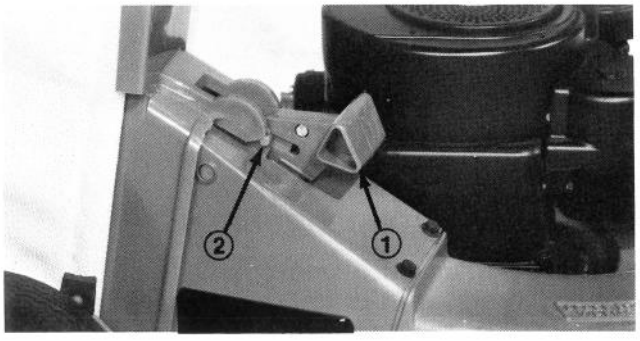

Afbeelding 20
1. Breng de deurhandle van de koker helemaal naar voren en check of de handleklinkpen tegen de binnenkant van de haak rust; dit betekent, dat de deur geheel is gesloten (Afb. 20).